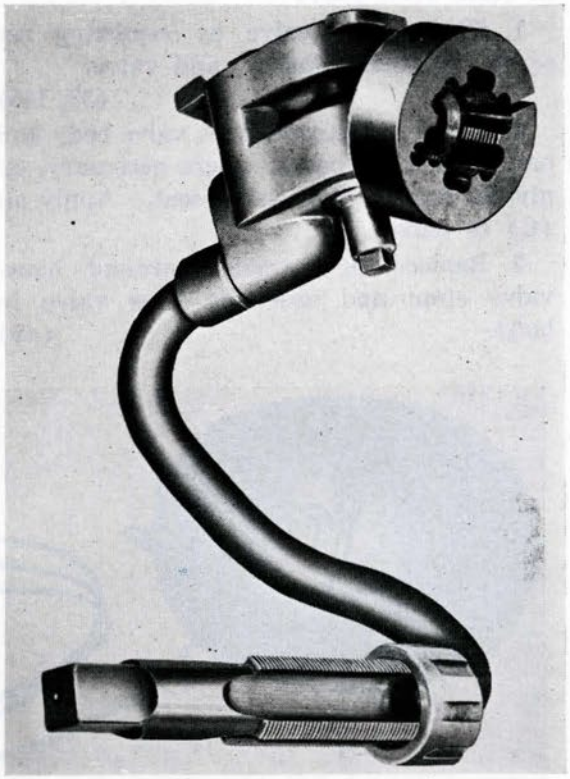

Figure 137
*10. Chase threads in main air-pipe nut and on outlet nipple to reducer (Fig. 137). **(WE97, WE98)**